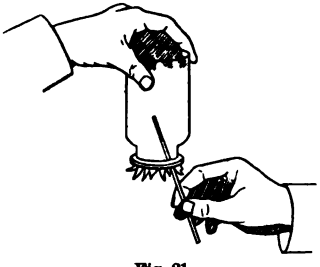

Fig. 21.
1. Light a splint in the flame, holding it in the right hand, and with the left lift a rec. of hydrogen gas (Exp. 20) from the p.t., keeping it inverted. Bring the burning splint to the mouth of the inverted rec. and take note of what happens (Fig. 21). Look closely for any flame in the rec., gradually turn the latter right side up and look down into it. See whether anything appears to collect on the sides of the rec., and if so, describe and account for it. Is H a combustible (*i.e.*, does it burn)?